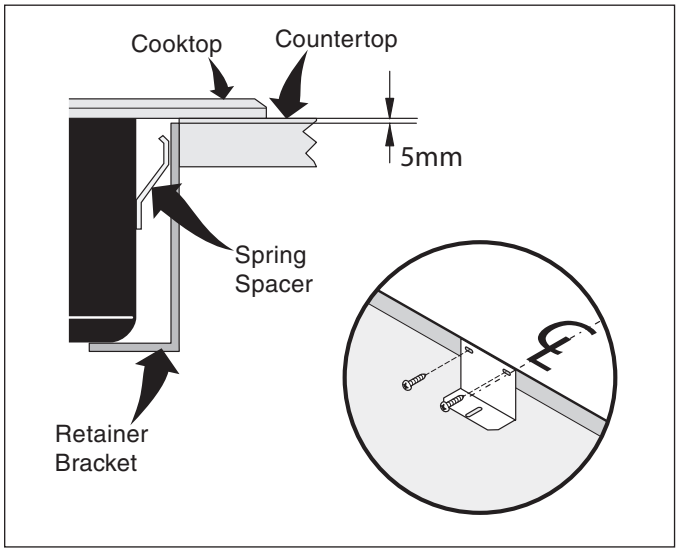

Figure 8
2. Install the retainer brackets. See Figure 8.
The retainer brackets MUST be installed, to meet local codes or, in their absence, with the National Electrical Code ANSI/NFPA No. 70—latest edition (see Figure 8).